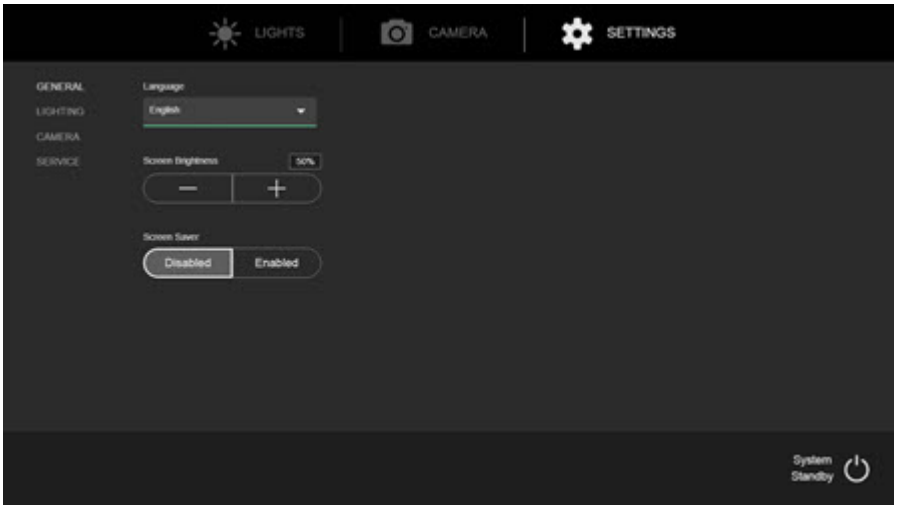

Figure 6-40. Screen Saver
1. Press Settings button on IWC. See *Figure 6-40*.